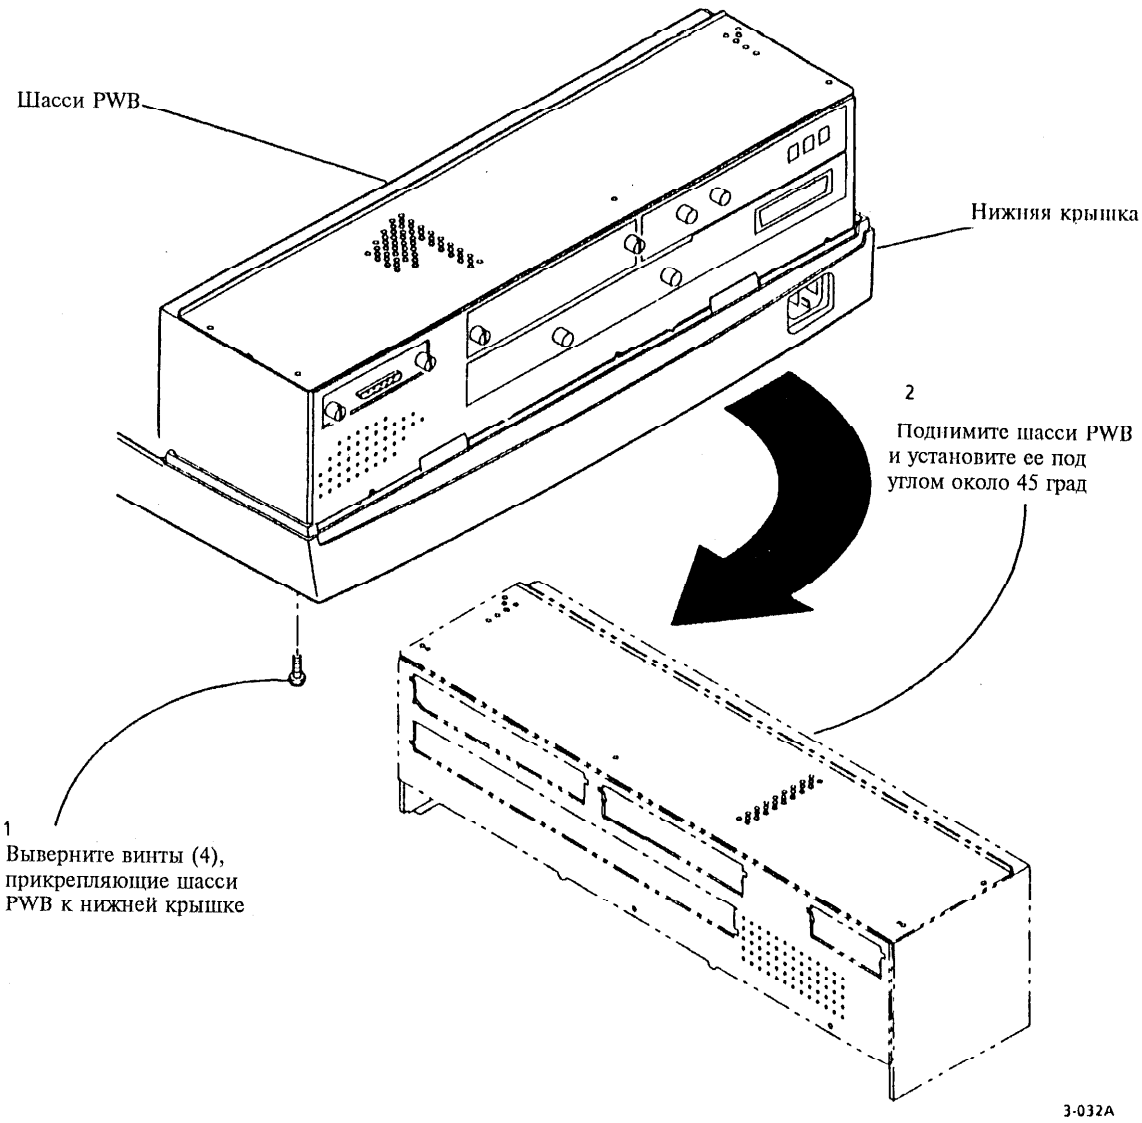

Рис. 1 Снятие шасси PWB
3. (Рис. 1): Поднимите шасси PWB и отсоедините CN11, CN5 и J13.
4. (Рис. 1): Поднимите шасси PWB и отложите ее в сторону.